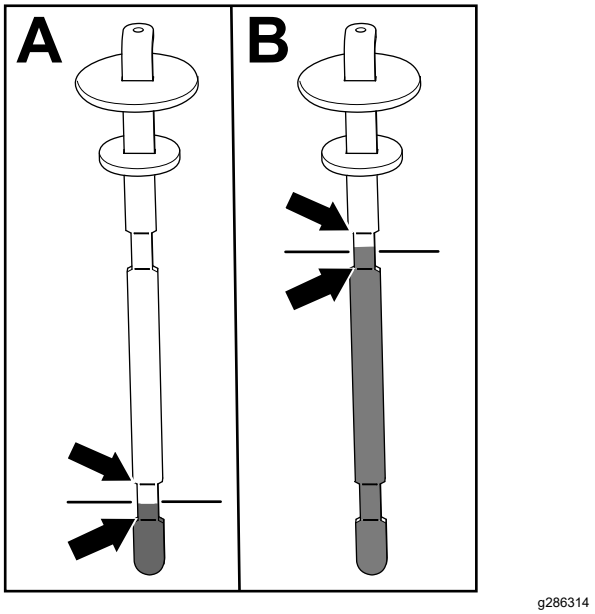

Рисунок 80
5. Извлеките щуп и проверьте уровень рабочей жидкости (Рисунок 80).
- **Если у вас на машине установлен режущий блок:** уровень гидравлической жидкости должен находиться на соответствующем уровне между 2 нижними отметками на щупе (A на Рисунок 80). Также допустимо, если уровень жидкости находится выше нижних отметок.
- **Если у вас на машине установлен комплект вспомогательной гидравлики:** уровень гидравлической жидкости должен находиться между 2 верхними отметками на щупе (B на Рисунок 80).